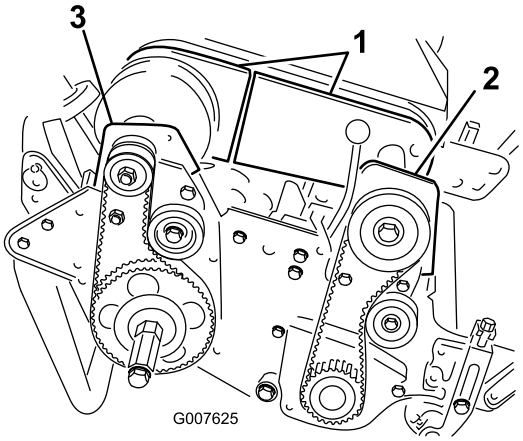

**Figur 45**
4. Ta bort de skruvar som håller fast den främre och bakre delen av differentialkåpan på differentialhuset, och skjut bort kåpdelarna så att remmen syns (Figur 45).
6. Ta bort de två skruvarna och låsmuttrarna som håller fast det främre kopplingshuset på sidoplåten (Figur 45).
8. Ta bort de två skruvar och låsmuttrar som håller fast det högra lagerhuset på sidoplåten (Figur 45).